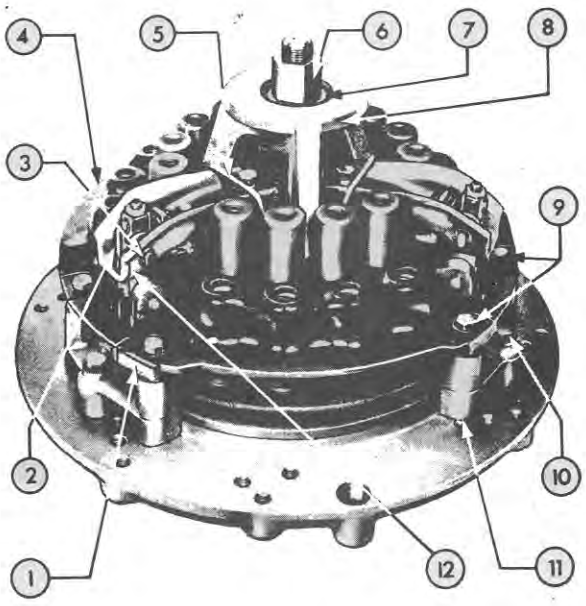
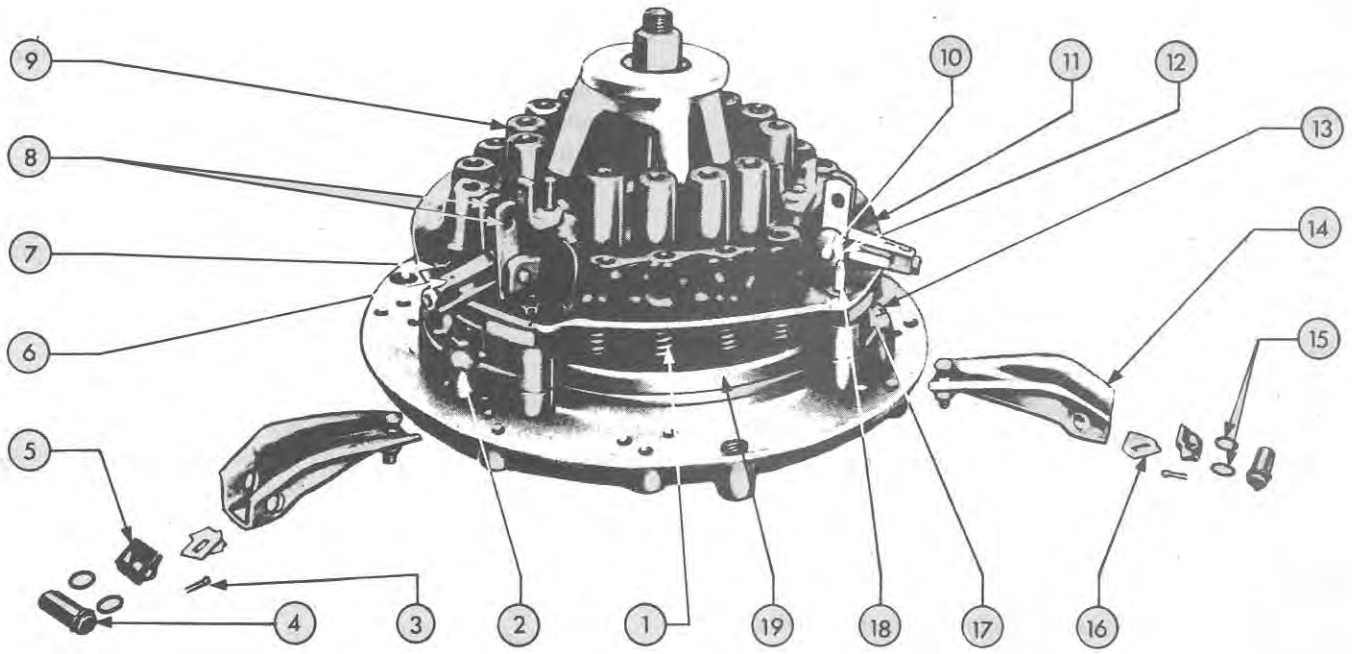
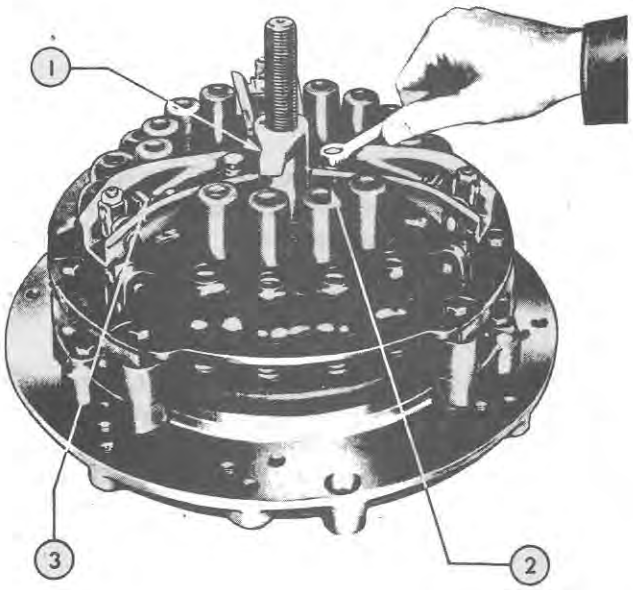
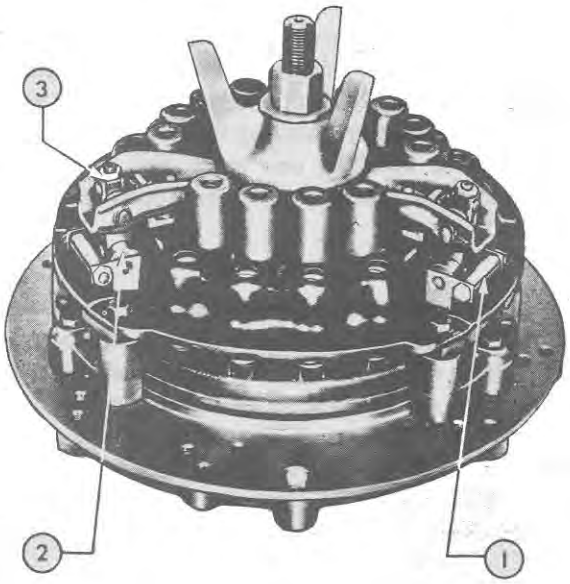

Figure 57
Figure 58
Figure 59
Figure 60
4. Attach the riser blocks to the fixture base by installing one short cap screw in each block. Figure 57 illustrates two of the blocks installed. Be sure to torque the cap screws equally.
5. Place the assembled clutch pressure plate and cover assembly on the fixture. Align the mounting holes in the clutch cover assembly with the holes in the riser blocks, and install one guide pin and one long cap screw in each block as shown in Figure 57. Do not tighten the long cap screws at this time.
6. Install the bridge, the thrust washer, and the spindle nut as shown in Figure 57. Be sure that the legs of the bridge are positioned at the center of each row of spring cups as shown.
8. After relieving spring tension on the release levers, tighten the long cap screws finger tight, then remove the release lever hold-down clips, Figure 57.
9. Remove the release lever retaining clip shims and clips, Figure 58, after first removing the cotter pins that hold them in place.
NOTE – It is suggested that the clutch cover assembly, the clutch pressure plates, and the release levers be marked for identification purposes before the clutch is taken apart. Doing this will enable the parts to be reinstalled in their original position and will maintain the balance built into the clutch. Figure 58 illustrates a good practice of keeping the parts in groups, while Figure 57 illustrates identification of parts.
10. Remove one cotter pin from one end of each strut, Figure 58, then remove the release levers by removing the struts. When removing the struts, exercise care to prevent losing the spacers.
11. Remove one snap ring from one end of each P.T.O. pressure plate connecting pin, Figure 58, then remove the P.T.O. pressure plate connecting links by removing the pins.
12. Remove the guide pins, Figure 58, and the long cap screws, then back off the spindle nut. Remove the nut, thrust washer, and bridge, then lift the clutch cover assembly from the clutch. Remove the P.T.O. clutch springs and cups, and the transmission clutch springs. Lift the P.T.O. clutch pressure plate, and clutch disc (not shown) from the clutch.
13. Lift the intermediate pressure plate, Figure 58, from the riser blocks, then remove the transmission pressure plate connecting links by removing the connecting pins (not shown). Lift the transmission clutch pressure plate from the fixture base.
1. Attach the riser blocks to the fixture base by installing one short cap screw in each block. Figure 57 illustrates the blocks installed. Be sure to torque the cap screws equally.
2. Place the transmission clutch pressure plate, Figure 58, smooth side "down", on the fixture base so the lugs on the plate are centered at each riser block. Install two transmission pressure plate connecting links between the lugs on the plate and retain them in place by installing the connecting pins (not shown). Position the pins so each end is flush with the lugs.
3. Place the intermediate pressure plate, Figure 58, smooth side "up", over the transmission clutch pressure plate so the "ears" of the intermediate plate straddle the lugs on the transmission plate.
4. Center the P.T.O. clutch disc over the intermediate pressure plate, Figure 58, then install the P.T.O. clutch pressure plate so the lugs on the plate straddle the transmission pressure plate connecting links. Be sure to install the clutch so the long end of the disc hub is "up".
5. Place the twelve transmission clutch springs, Figure 58, on the bosses of the transmission clutch pressure plate and nine P.T.O. clutch springs and cups, on the bosses of the P.T.O. clutch pressure plate. See "IMPORTANT CHANGES" in Section 2 of this Chapter.
6. Install one guide pin, Figure 58, in each riser block, then install the clutch cover assembly over the partially assembled clutch so the spring cups and transmission pressure plate connecting links pass through the openings of the cover assembly. Check the transmission clutch springs to see that they are properly seated in the "cups" of the cover assembly.
7. Drop one long cap screw, Figure 58, into place at each riser block, but do not tighten at this time. Install the bridge, thrust washer, and spindle nut as shown in Figure 58. Be sure that the legs of the bridge are positioned at the center of each row of spring cups as shown.
8. Slowly draw the clutch cover assembly down over the lugs on the P.T.O. clutch pressure plate, Figure 58, by tightening the spindle nut until the cover assembly contacts the intermediate clutch pressure plate. Exercise care to prevent the guide from catching on the cover. To prevent distorting the top of the cover, do not overtighten the spindle nut.
9. After the cover has made contact with the intermediate pressure plate, remove the guide pins, Figure 58, and replace them with the long cap screws. Torque the screws equally in a diagonally staggered manner. See Chapter 4, "SPECIFICATIONS", for torque values.
10. After torquing the screws, remove the spindle nut, the thrust washer, and the bridge, Figure 58.
11. Install the P.T.O. pressure plate connecting links, Figure 58, between the transmission pressure plate connecting links and retain them in place by installing the connecting pins. Retain the pins in place by installing the snap rings. Be sure the snap rings are seated in the grooves of the pins.
12. Position the P.T.O. pressure plate connecting links, Figure 58, so they are parallel with the transmission pressure plate connecting links, then install the release levers. Retain the levers in place by installing the struts. Be sure one spacer is positioned between each transmission pressure plate connecting link and the inner walls of the release levers before installing the struts. Retain the struts in place by installing new cotter pins. Figure 57 illustrates one of the spacers and struts properly installed.
13. Install the release lever retaining clips, Figure 58, over the fulcrum brackets of the clutch cover assembly then place the release lever retaining clip shims over the clips. Be sure the clips are installed so the flat side is "up" and so the closed end is towards the center of the clutch assembly. Retain the shims and clips in place by installing new cotter pins. Figure 59 illustrates proper installation of the cotter pins.
NOTE – After installing the cotter pins, check the clips, Figure 58, and shims for "up and down" end play. If end play exists, remove the cotter pins and add additional shims. The shimming should be such that a slight pre-load is established when the cotter pins are installed.
14. Install the Gauge Spacer, Tool No. SW510-5B, over the fixture spindle so the identifying number is "up", then install the release lever gauge as shown in Figure 59.
15. Loosen the hexagon nuts on the underside of the release levers then adjust the adjusting screws, as shown in Figure 59, until a slight drag can be felt when the "foot" of the release lever gauge is rotated across the levers. Apply light pressure to the gauge to obtain an equal "feel" on each lever.
17. Remove the release lever gauge, Figure 59, then install the bridge, the thrust washer, and the spindle as shown in Figure 60. Raise the clutch pressure plate by tightening the
spindle nut until the Gauge Spacer Assemblies, Tool No. SW510-6, can be installed as shown in Figure 60. Adjust the nut on the spacer assemblies so the spacers are held in place as shown.